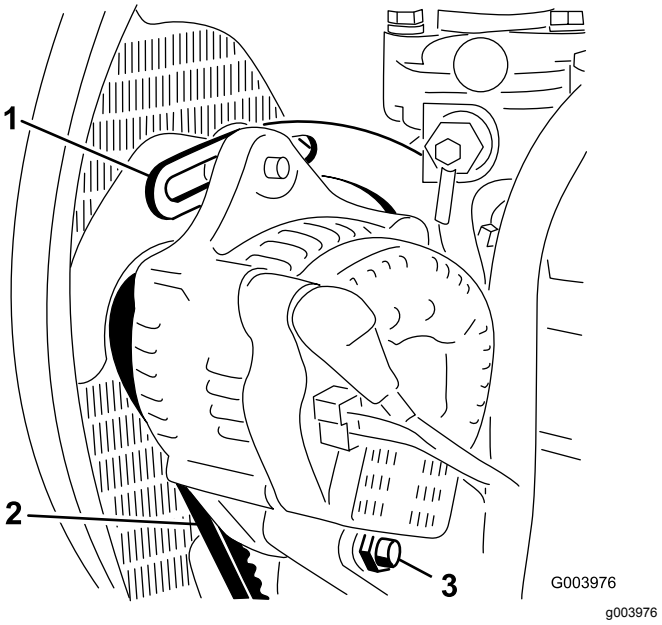

Figur 63
2. Kontroller generatorremmens tilspænding ved at trykke på den (Figur 63) midt mellem generatoren og krumtapakslen med en belastning på 10 kg.
3. Løsn den bolt, der fastholder afstiveren til motoren (Figur 63), den bolt, der fastholder generatoren til afstiveren, og drejebolten.